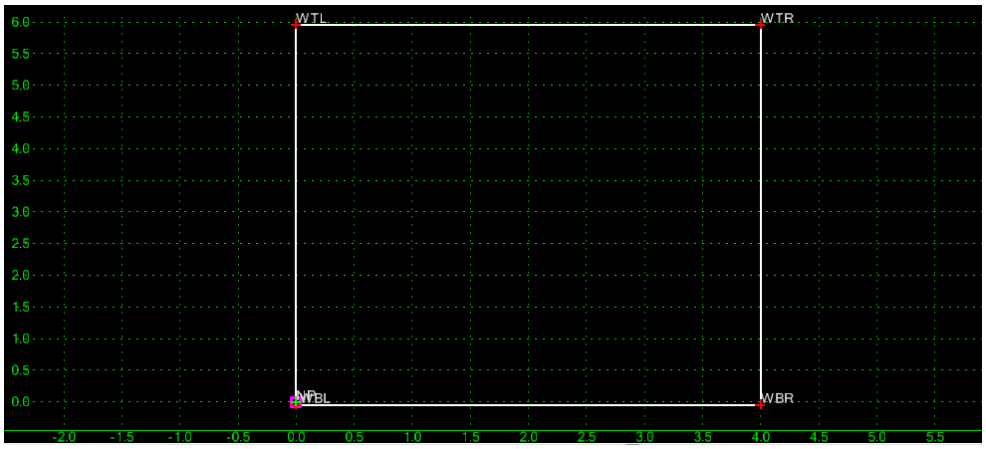

Figure L7-52 Create Template Grid
63.	**Edit Point WBR in Wall 2 to make it 4' Wide.** • With **Wall 2** active, double click Point **WBR**. • Change the **Horizontal** constraint from **2.00** to ***4.00***. • Click **Apply** & **Close**. • **Fit** the view. • Ensure your Component matches that shown in *Figure L7-52*.